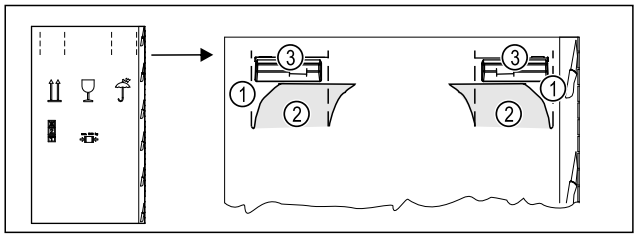

Fig. 5
- ▶ Embalažno škatlo pritisnite zgoraj na perforaciji *Fig. 5 (1)*.
- ▶ Izvlecite not potisnjene zanke *Fig. 5 (2)*.
- ▷ Nosilni ročaj *Fig. 5 (3)* desno in levo je viden.
- ▶ Napravo držite za nosilne ročaje *Fig. 5 (3)*.